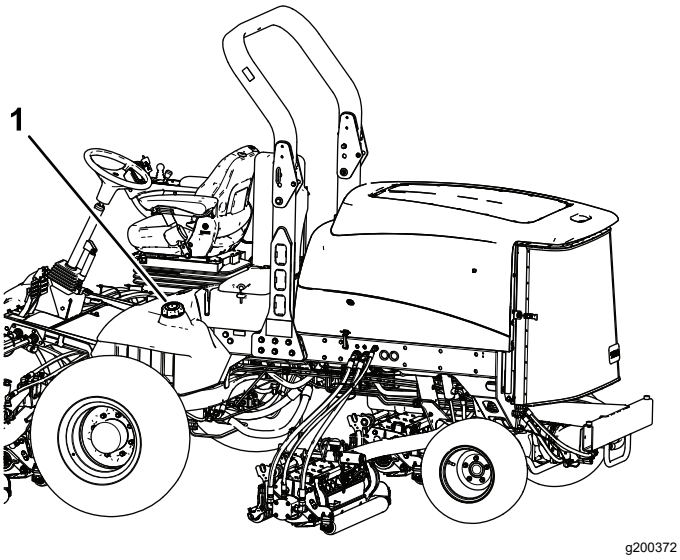

Figur 34
3. Ta lokket av drivstofftanken (Figur 34).